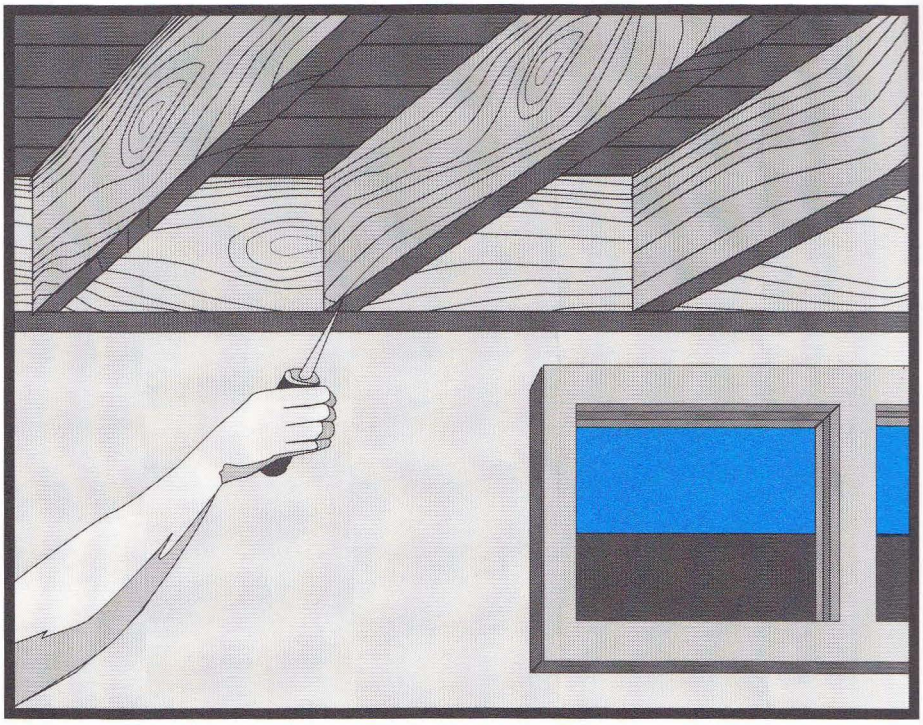

## FIGURE 13
- The "Pick Test" and "Tap Test" are useful in detecting wood decay. (See Figure 13.)